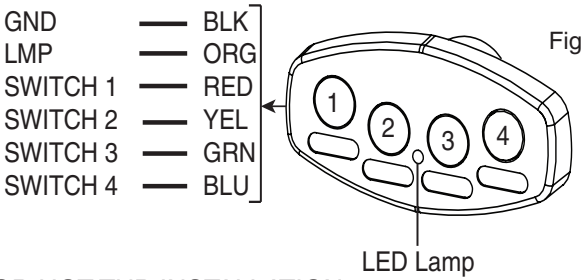

Figure 2.
2. Run spa-side remote cable through conduit to Control Power/Load Center. Use Figure 2 and the color call-out the on back of remote to wire unit.